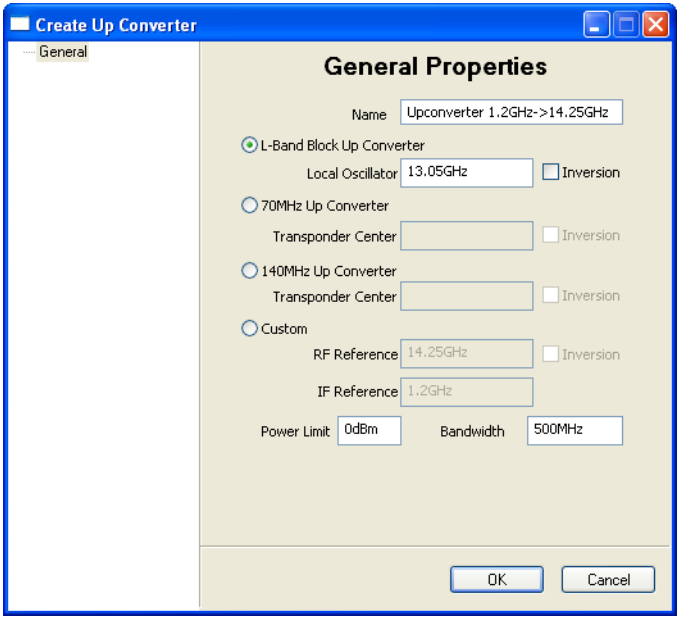

Figure 3-36 Create Up Converter dialog
2. The dialog box shown below (figure 3-36) will open. Specify a **Name** for this device.